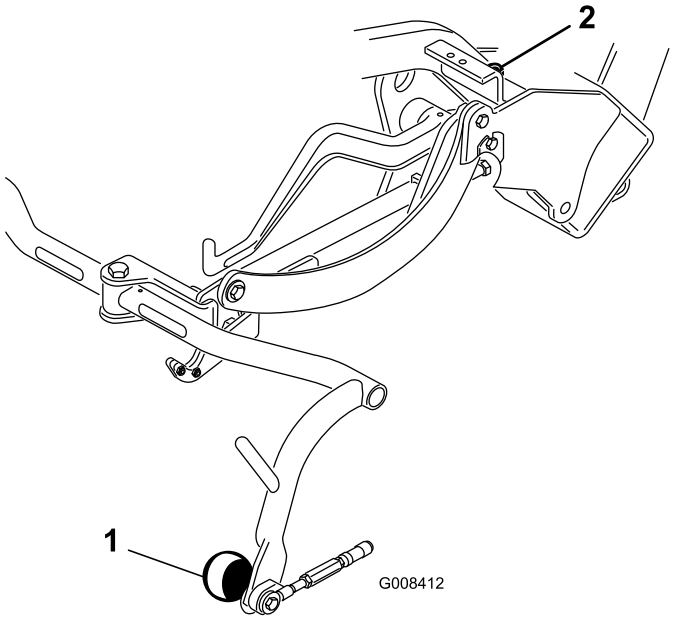

Figur 9
3. Hvis det er nødvendigt at foretage en justering, skal du løsne kontramøtrikken på bærerrammens stopskrue (Figur 9) og dreje skruen op eller ned for at hæve eller sænke bærerrammen. Tilspænd kontramøtrikken efter justeringen.